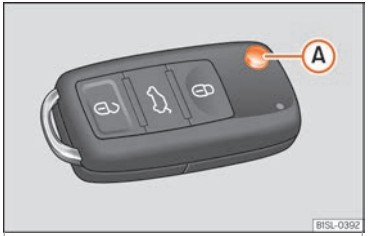

Fig. 97 Remote control key
When the button is pressed ››› Fig. 97 (A), the key shaft is released and unfolds.
- **If the buttons of the vehicle key are pressed ››› Fig. 97 or one of the central locking buttons ››› page 94 is pressed repeatedly in quick succession, the central locking briefly disconnects as protection against overloading. The vehicle is then unlocked. Lock it if necessary.**